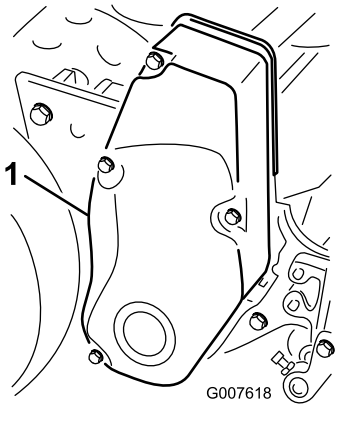

Figur 41
1. Fjern monteringsskruen på remdekslet og deretter remdekslet for å få tilgang til remmen (Figur 41).